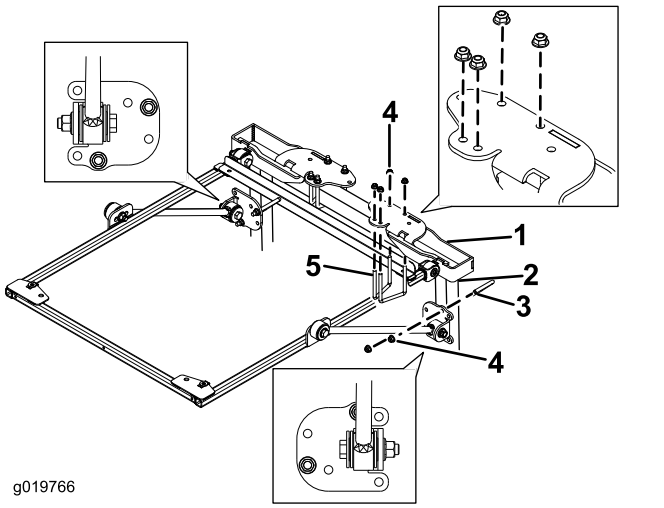

Figuur 28
5. Plaats de montagebeugels bovenop de rolbeugel van de tractie-eenheid (Figuur 28). Zorg ervoor dat de rolbeugel gecentreerd is in de montagebeugels van de rolbeugel.
6. Gebruik de bevestigingsgaten in Figuur 28 om de montagebeugels bovenaan de rolbeugel te monteren met 2 U-bouten (2¾") en 4 flensmoeren.
7. Gebruik de bevestigingsgaten in Figuur 28 om de steunbeugels losjes op de rolbeugelstangen te monteren met een U-bout (4") en 2 flensmoeren.